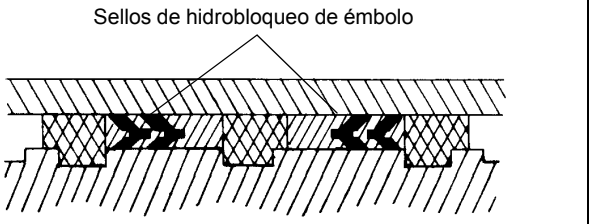

FIGURA 2-32
9. Instale los sellos de hidrobloqueo en el émbolo (Figura 2-32).